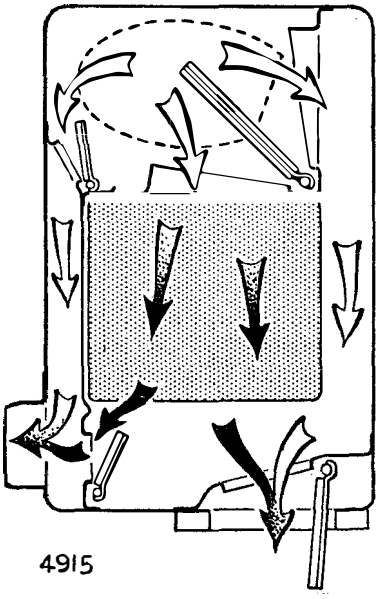
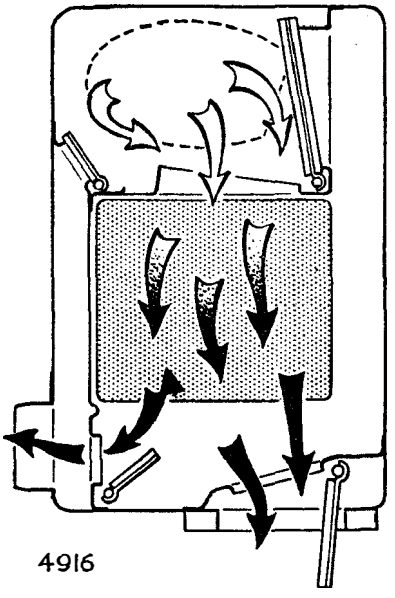

Fig. 6. *General heating to car and screen*
Fig. 7. *Increased heating to car and screen*
When the "Car" control lever is moved from the "Cold" position towards "Hot" the "Air Mixing Valve" 'A' progressively approaches the vertical position (see Fig. 6). First the water commences to flow through the heater matrix, and secondly an increasing air flow passes through the heater matrix until the valve is vertical, when the "Cold Air Passage" is closed off. Full heating is then obtained (see Figs. 6—8).
Further movement towards the "DEFROST" position gradually closes valve (C) and opens valve (D) allowing warmed air to enter the Demist Chamber (Fig. 6) until at the "DEFROST" position valve (C) is fully closed and valve (D) is fully open (Fig. 7). The demist air temperature is now the same as that entering the car.